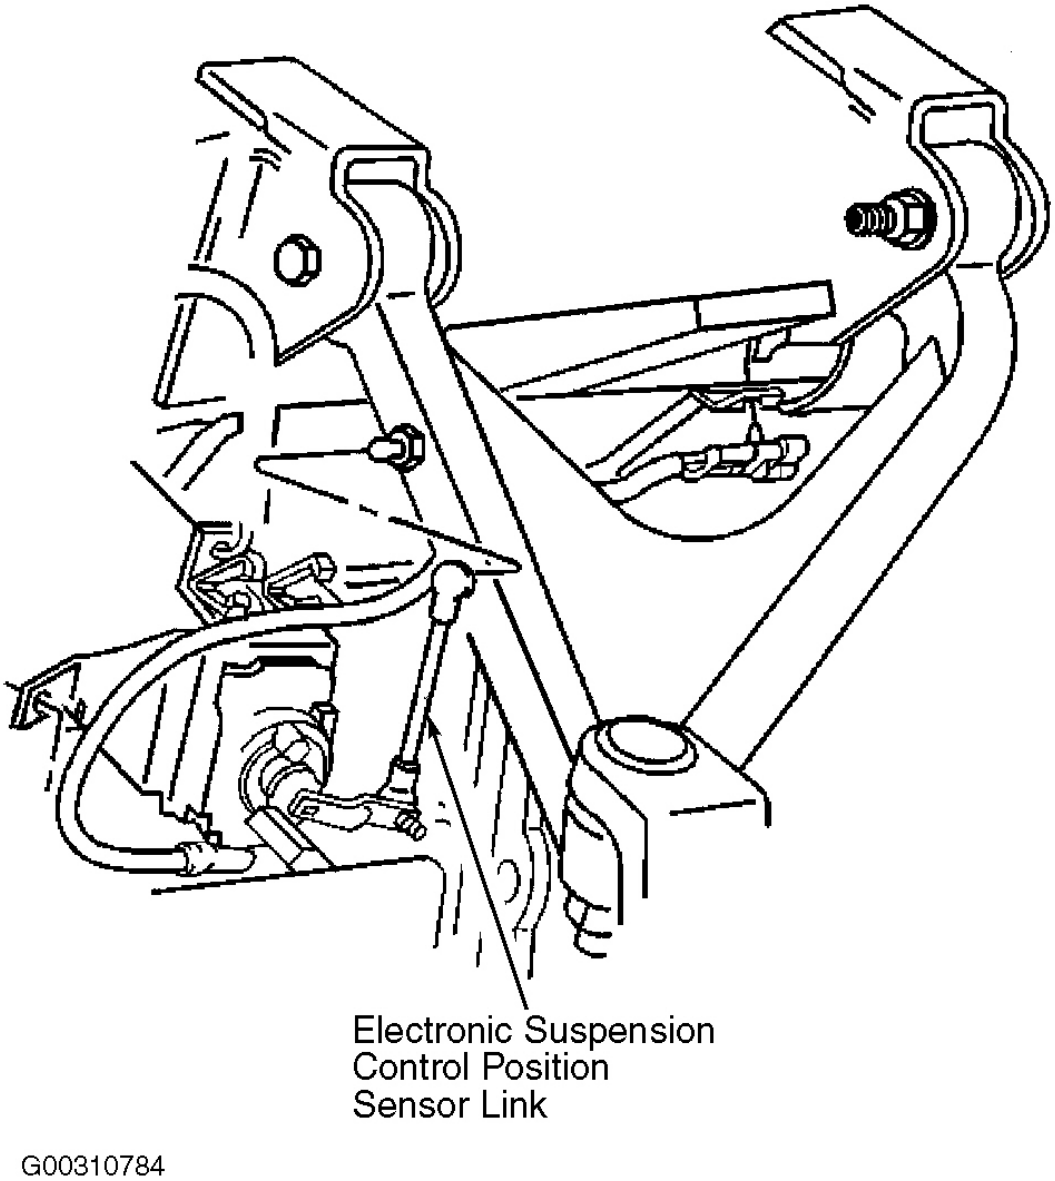
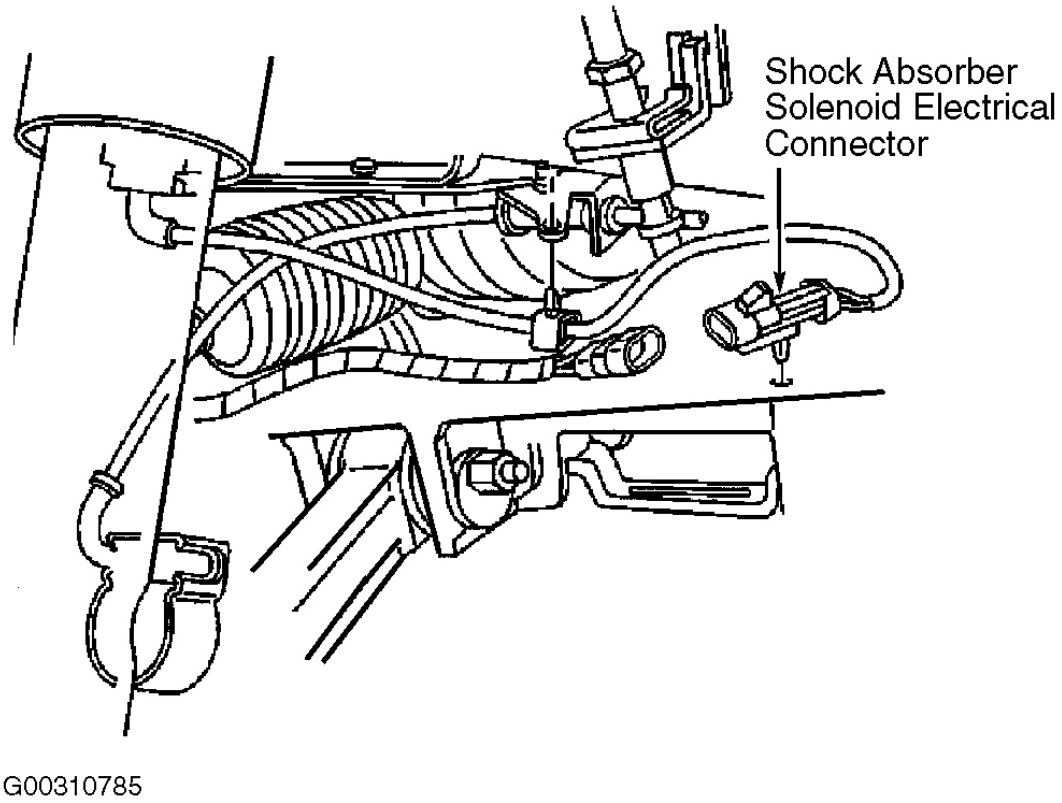

Fig. 7: Identifying Electronic Suspension Control (ESC) Position Control Link
Fig. 8: Identifying Shock Absorber Solenoid Electrical Connector
16. Disconnect Electronic Suspension Control (ESC) position sensor link and shock absorber solenoid electrical connector, if equipped, from suspension knuckle. See **Fig. 7** and **Fig. 8** . Remove brake rotor, if necessary. See **REAR BRAKE ROTOR** for 2001 or **REAR BRAKE ROTOR** for 2002 under REMOVAL & INSTALLATION in DISC BRAKES
8. Connect the lower ball joint to the suspension knuckle. Connect Electronic Suspension Control (ESC) position sensor link and shock absorber solenoid electrical connector, if equipped to suspension knuckle. See **Fig. 7** -**Fig. 8** . Install brake rotor, if removed. See **REAR BRAKE ROTOR** for 2001 or **REAR BRAKE ROTOR** for 2002 under REMOVAL & INSTALLATION in DISC BRAKES article in HYDRAULIC - MECHANICAL in BRAKES.